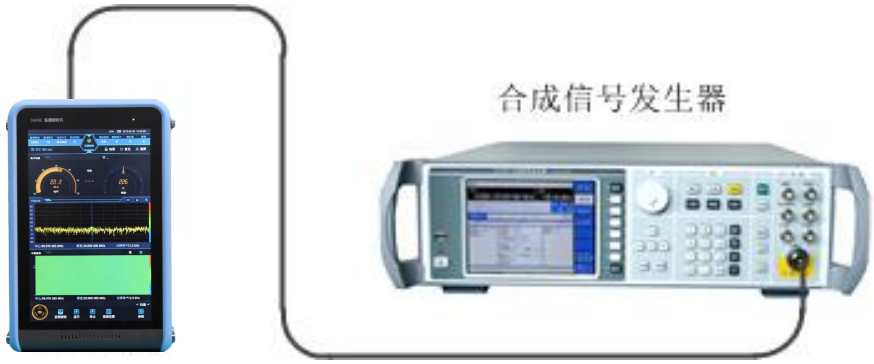

图 3.15 测量正弦信号连接示意图
1) 按图 3.15 连接合成信号发生器和 3943B-S 监测接收机。